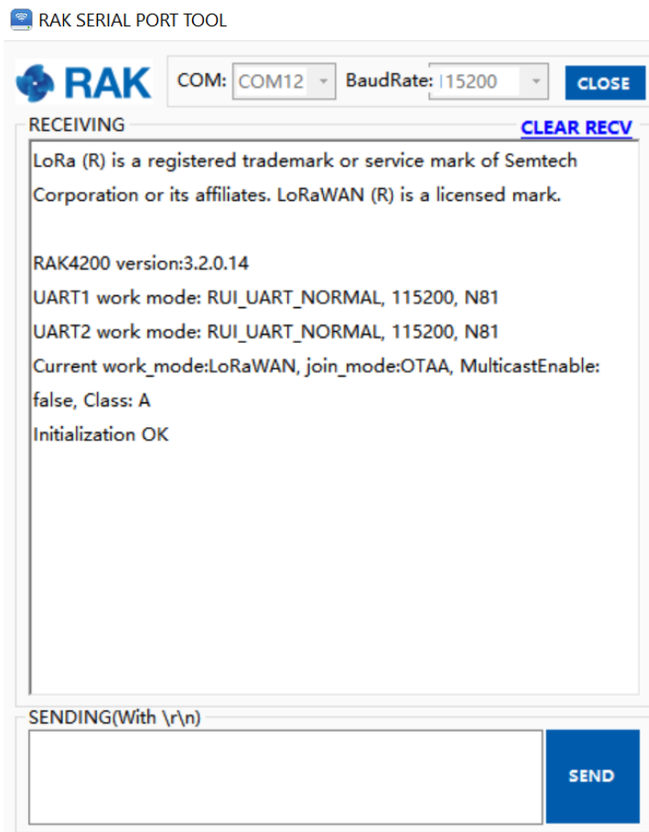

Figure 4: RAK serial port tool connected to RAK4200
5. The RAK4200 console output can now be read in the RAK Serial Port Tool, as shown in **Figure 4**.